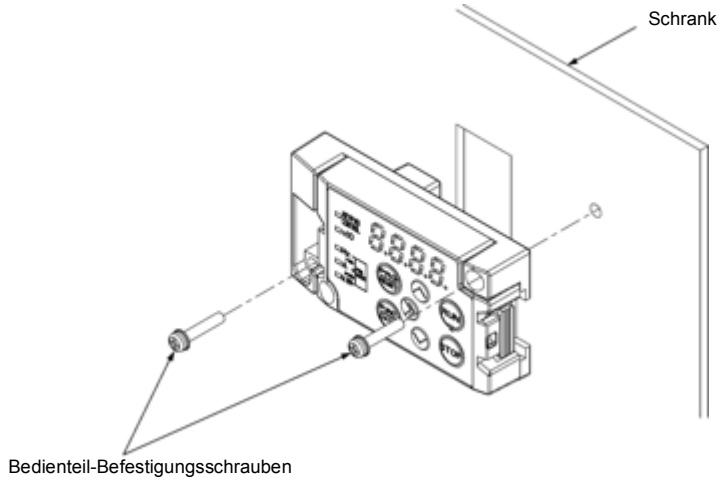

Abbildung 0-7 Einbau des Bedienteils
(4) Bringen Sie das Bedienteil mit den 2 Befestigungsschrauben der hintere Abdeckung des Bedienteils am Schrank an. (Siehe Abbildung 0-7) (Anzugsmoment: 0,7 N•m (6,2 lb-in))